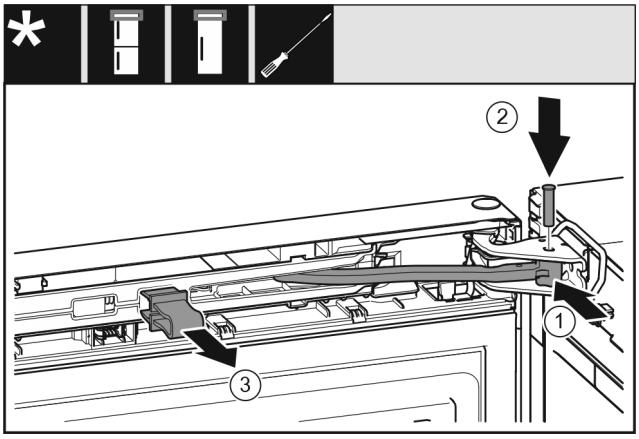

Fig. 72
▶ Turn the joint *Fig. 72 (1)* in the bearing block.
▶ Insert thebolt *Fig. 72 (2)* into the bearing bracket and joint. Ensure that the latching cam is in the groove properly.
▶ Remove the safeguard *Fig. 72 (3)*.